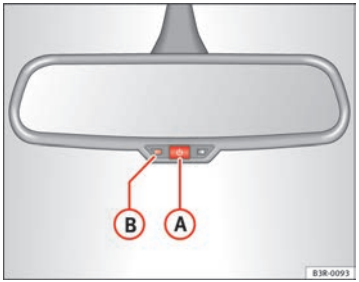

Fig. 104 Interior rear view mirror with anti-dazzle setting: Indicator lamp and on/off switch ▶
– Press button (A) ⇒ page 131, fig. 104. Warning lamp (B) goes out:
– Press button (A) ⇒ page 131, fig. 104. The indicator lamp (B) will light up.